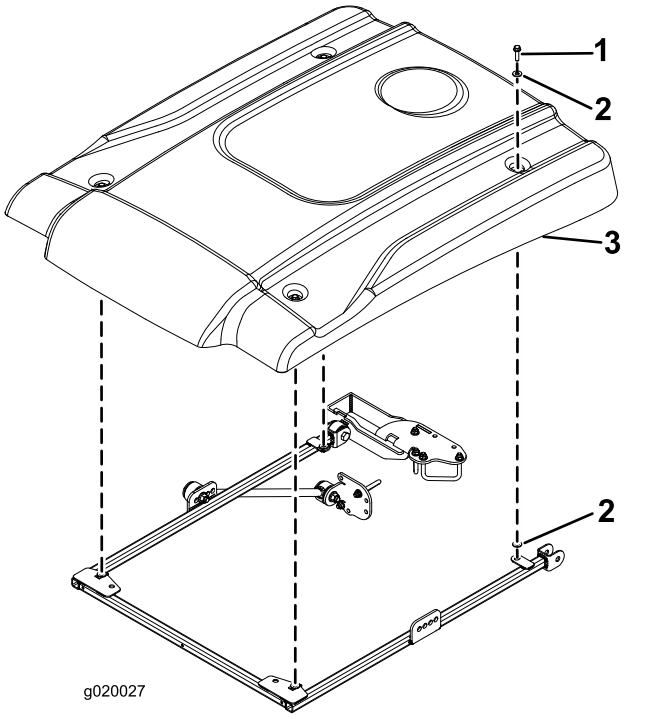

Рисунок 16
15. Выравнивая монтажные отверстия, расположите солнцезащитный навес на раме, как показано на Рисунок 16.
16. Установите каждый угол солнцезащитного навеса на раму с помощью болта с фланцевой головкой (5/16 x 1¼ дюйма) и 2 малых шайб, не затягивая их (Рисунок 16). Установите шайбу с каждой стороны резиновой втулки солнцезащитного навеса.